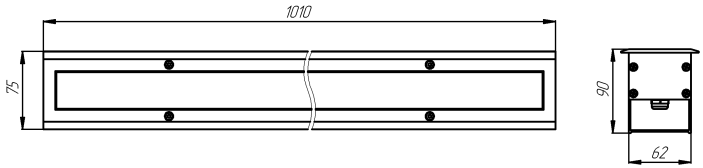

Рис.1. Габаритные размеры
1.5. Общий вид и габаритные размеры показаны на рис.1